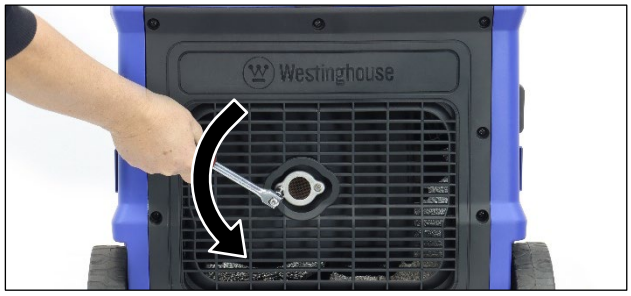

Figure 45 Remove the Spark Arrestor Clamp
1. Remove the spark arrestor clamp by undoing the two bolts affixing it to the muffler (see Figure 45).